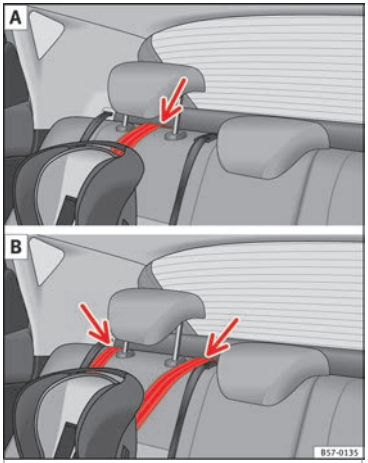

Fig. 37 Correa de sujeción: ajuste y montaje en función del cinturón Top Tether.
- Coloque la correa por debajo del apoyacabezas del asiento posterior ››› **fig. 37** (en función de las instrucciones de la propia silla, levante o retire el apoyacabezas si fuera necesario).